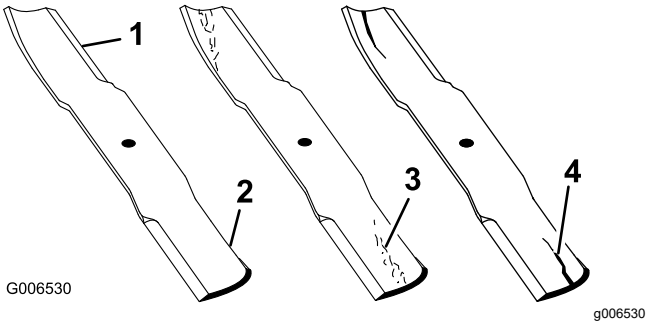

Figura 59
1. Inspecione as extremidades de corte (Figura 59).
4. Se verificar quaisquer fissuras, desgaste, ou a formação de ranhuras nesta área instale imediatamente uma lâmina nova (Figura 59).